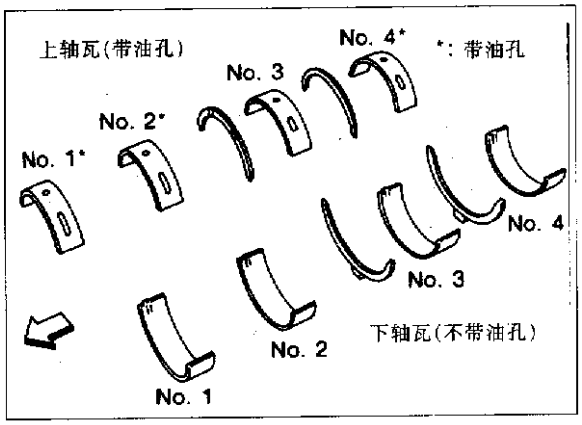

图 2-9-33
①见图 2-9-33,将主轴瓦安装在汽缸体和主轴承架的确定位置。确认轴瓦已安装好,参照本章"检查"部分。